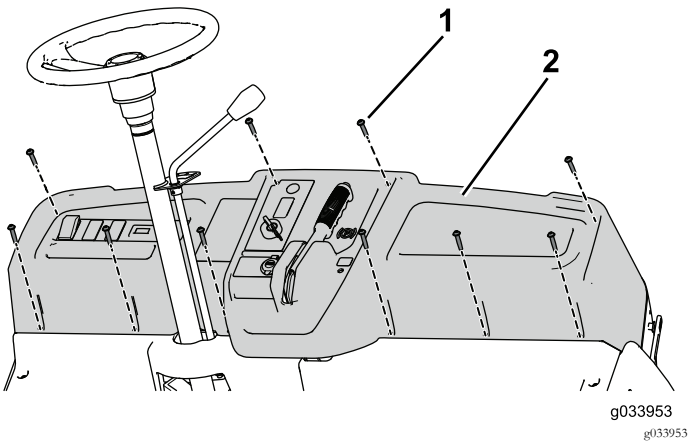

Figur 80
5. Brug de ti skruer (1/4 x 1-1/4 tomme) til at fastgøre instrumentbrættet på maskinen (Figur 80).